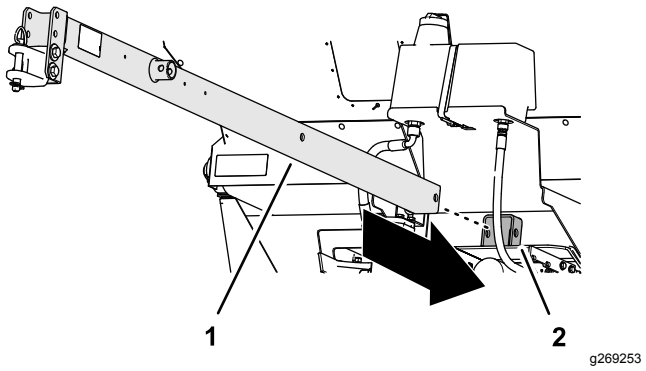

Figur 3
1. Før slepestaget gjennom det fremre mottagerrøret, maskinrammen og det bakre mottagerrøret (Figur 3).